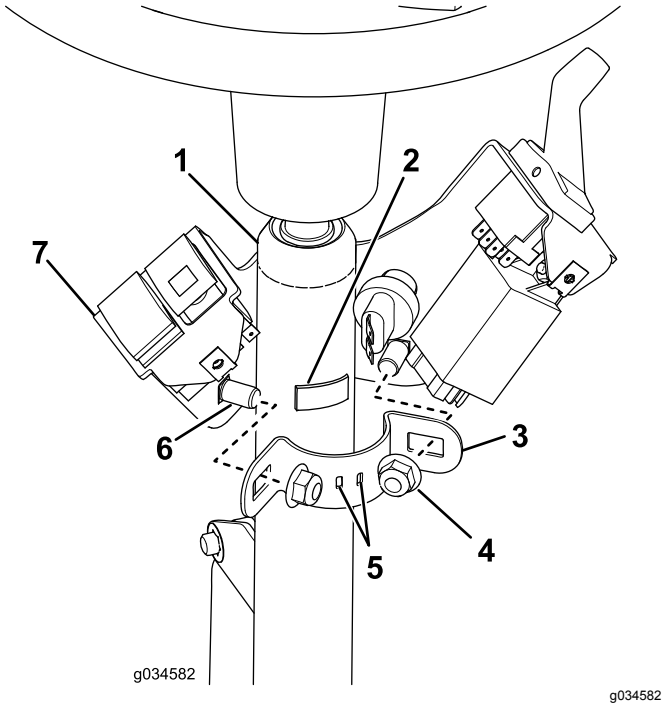

Figure 14
1. Install the foam strip on the steering column as shown in Figure 14.
3. Install the steering-column bracket onto the steering column with the mounting bracket, 2 carriage bolts, and 2 flange nuts (Figure 14).